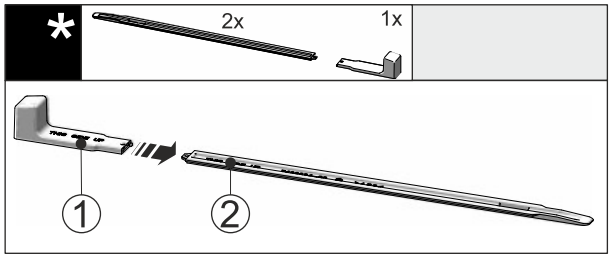

Fig. 49
▶ 将安装手柄 *Fig. 49 (1)* 插到水平导轨 *Fig. 49 (2)* 上。